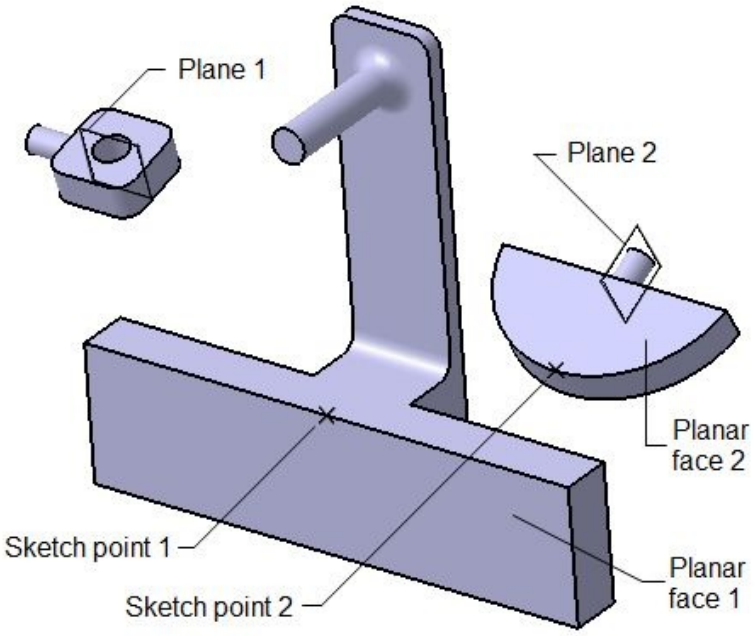

Figure 16-99 *Parts inserted in the* ***Assembly Design*** *workbench*
1. Insert all parts of the Slide Curve mechanism in the **Assembly Design** workbench and place them in 3D space using the Compass, as shown in Figure 16-99.